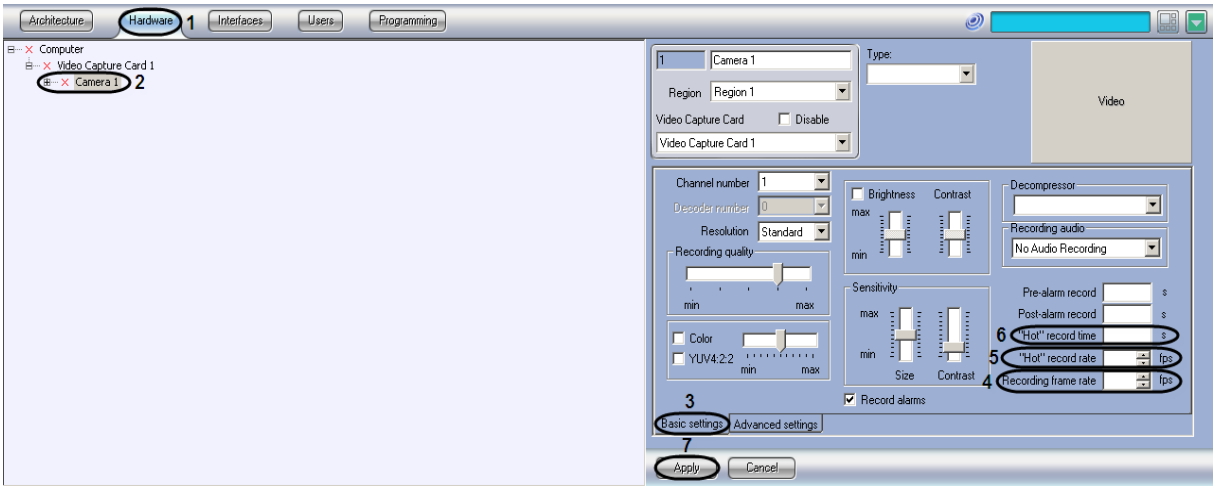

Figure 8.4-35. Configuring video in the “Hot record” mode
1. Go to the “Hardware” tab in the “System settings” dialog box (Figure 8.4-35, 1).
2. Select the “Camera” object corresponding to the required camera in the objects tree (Figure 8.4-35, 2). The settings panel for the selected object is displayed on the right of the “Hardware” tab.
3. Go to the “Basic settings” tab on the settings panel of the “Camera” object (Figure 8.4-35, 3).
4. In the “Recording frame rate” field specify the frame rate of the video to be recorded (Figure 8.4-35, 4).
5. In the “Hot record rate” field specify the frame rate for the alarm “hot” recording (Figure 8.4-35, 5).
6. In the “Hot record time” field specify the interval in sec during which the video is being recorded at the rate that has been set in the “Hot record rate” field, from the moment of alarm registration (Figure 8.4-35, 6).
7. Click the “Apply” button (Figure 8.4-35, 7).